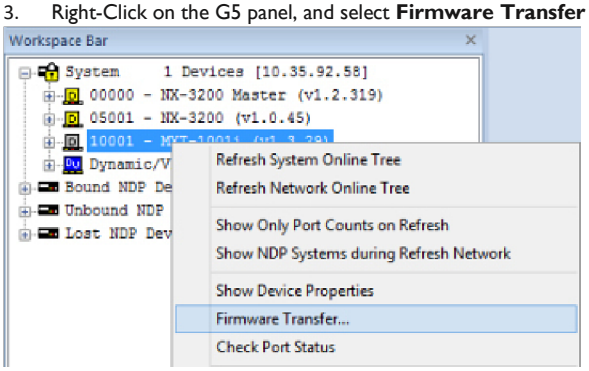

FIG. 158 NetLinx Studio Online context menu (Firmware Transfer selected) This invokes the Send To *NetLinx Device* dialog.
3. Right-Click on the G5 panel, and select **Firmware Transfer** from the context menu (FIG. 158):